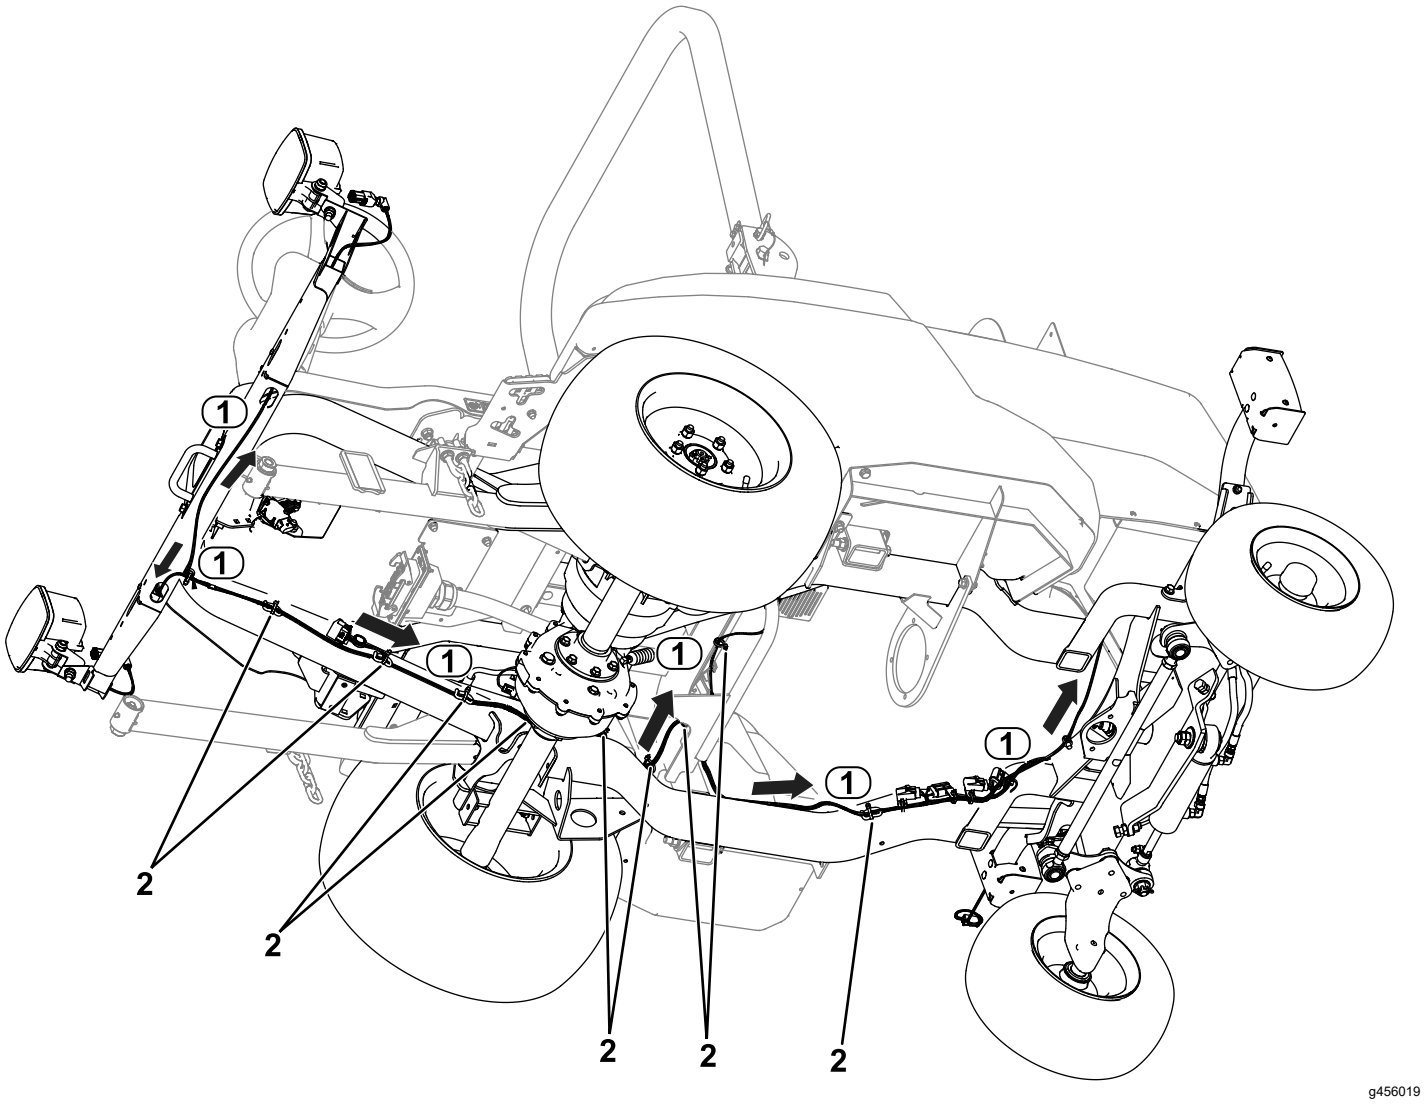

Figur 28
1. Før ledningsnetstikket mærket LH HEADLIGHT (P04) (venstre forlygte (P04)) til venstre side af enheden (Figur 28). Slut ledningsnettet til lygten.
2. Før ledningsnetstikket mærket RH HEADLIGHT (P05) (højre forlygte (P05)) til højre side af enheden (Figur 28). Slut ledningsnettet til lygten.
3. Før ledningsnetstikket mærket LH REAR LIGHT (P01) (venstre baglygte (P01)) til bageste venstre side af enheden (Figur 28).
4. Før ledningsnetstikket mærket RH REAR LIGHT (P02) (højre baglygte (P02)) til bageste højre side af enheden (Figur 28).
7. Slut ledningsnetstikket mærket LH REAR LIGHT (P01) (venstre baglygte (P01)) til baglygten (Figur 28).
8. Slut ledningsnetstikket mærket RH REAR LIGHT (P02) (højre baglygte (P02)) til baglygten (Figur 28).
15. Monter kabelbåndene til ledningsnettet som vist i Figur 28.